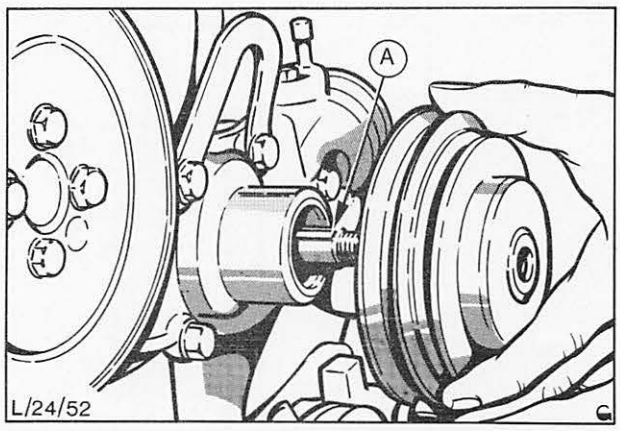

Abb. 34 A = Pumpenwelle
11. Mutter von Wasserpumpe lösen und Keilriemenscheibe von der Pumpenwelle abziehen, Abb. 34.